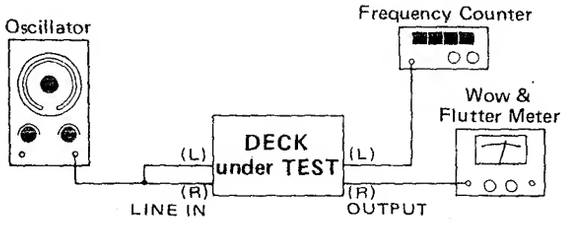

Fig. 4-7
1. Connect a frequency counter to the deck as shown in Fig. 4-7.
1. 図4-7のように周波数カウンタをデッキに接続する.
1. Connect a wow and flutter meter to the deck as shown in Fig. 4-7.
1. 図4-7のようにワウ・フラッタ・メータをデッキに接続する.